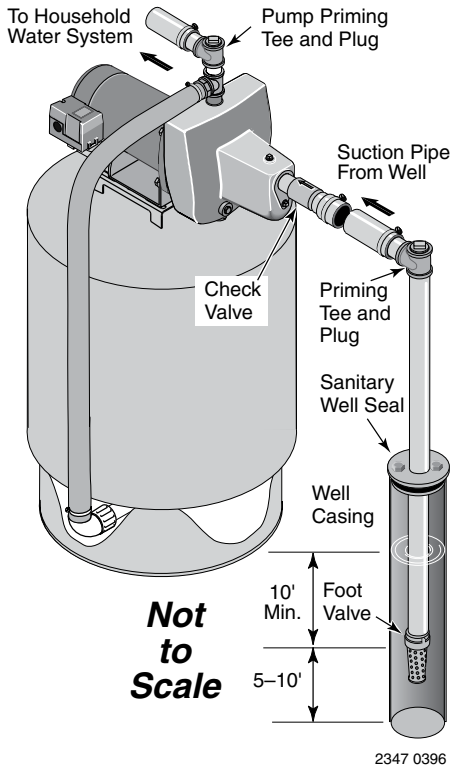

Figure 2: Cased Well Installation
CASED WELL INSTALLATION, 2" OR LARGER CASING (FIGURE 2)
Step 2. Assemble the foot valve, strainer, and well pipe (see Figure 2). Make sure that the foot valve works freely.
Step 4. Install a priming tee, priming plug, and suction pipe to the pump (see Figure 2). Connect the pipe from the well to the pump suction port, using the fewest possible fittings – especially elbows – as fittings increase friction in the pipe (however, include a foot valve – see Figure 2). The suction pipe should be at least as large as the suction port on the pump. Use PTFE pipe thread sealant tape on threaded pipe joints. Support the pipe so that there are no dips or sags in the pipe, so it doesn't strain the pump body, and so that it slopes slightly upward from the well to the pump (high spots can cause air pockets which can air lock the pump). Seal the suction pipe joints with PTFE pipe thread sealant tape. Joints must be air- and water-tight. *If the suction pipe can suck air, the pump cannot pull water from the well.*